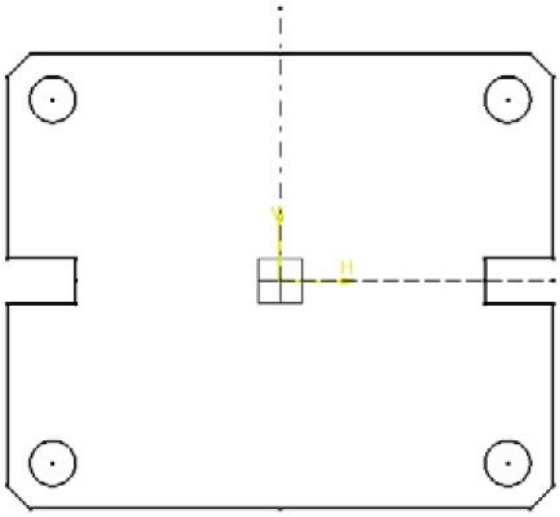

Figure 4-65 *Resulting mirrored sketch with* ***Geometric constraints*** *turned off*
10. Choose the **Mirror** tool from the **Operation** toolbar and select the vertical center line; all the selected sketched elements are mirrored about the vertical centerline. The sketch after mirroring all the elements and hiding the symbols of constraint, is shown in Figure 4-65.